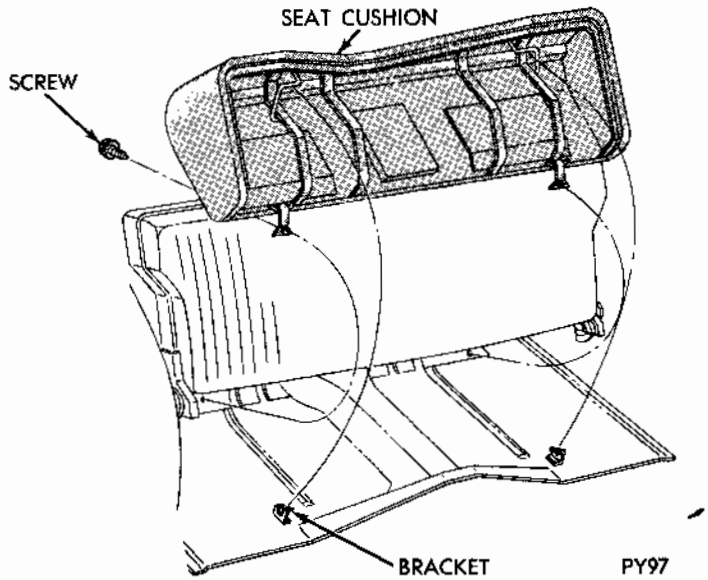

Fig. 33 - Second Seat Cushion
(1) Raise rear floor hinged panel at rear of seat cushion assembly (Fig. 33) to expose seat cushion to floor pan attaching screws.
(2) Remove screws attaching cushion to floor pan.
(3) Move cushion slightly rearward to disengage locking bars at front bottom side of cushion and remove cushion.